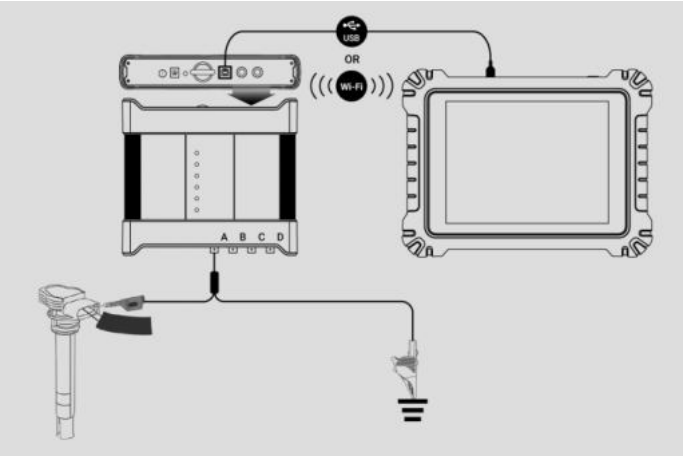

Figure 7-1 ***Sample Connection Diagram***
1. Insert the applicable test lead or probe terminal ends into the input channel(s) to complete the connection (refer to ***Figure 7-1***).